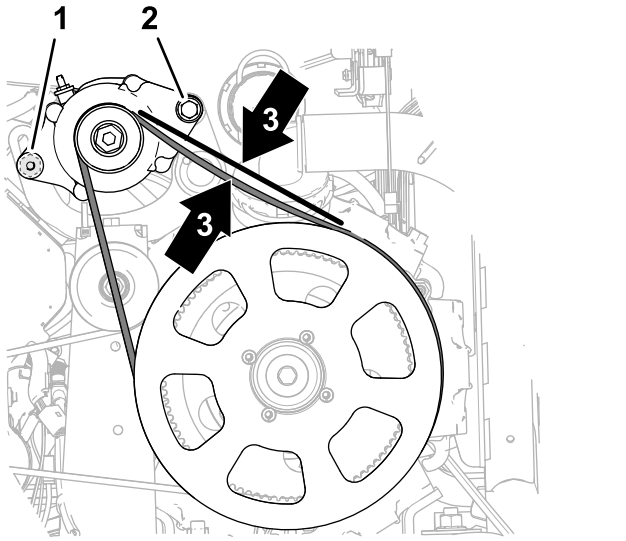

Figur 184
4. Roter generatoren (Figur 184) oppover for å øke spenningen på remmen til du kan måle en nedbøyning på 9,5 mm når du påfører 4,5 kg kraft på remmen halvveis mellom generatorskiven og drivremskiven (279 mm).